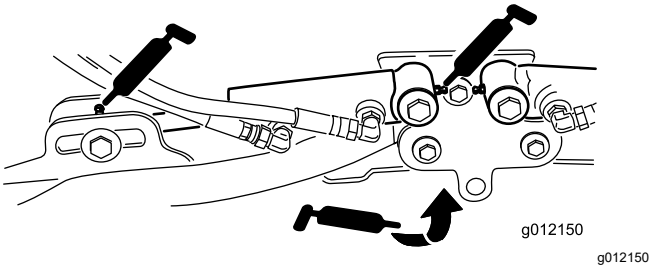

Рисунок 102
- Цилиндры подъемных рычагов режущего блока (по 2 шт.) (Рисунок 102)
- Оси поворота подъемного рычага (по 1 шт.) (Рисунок 102)